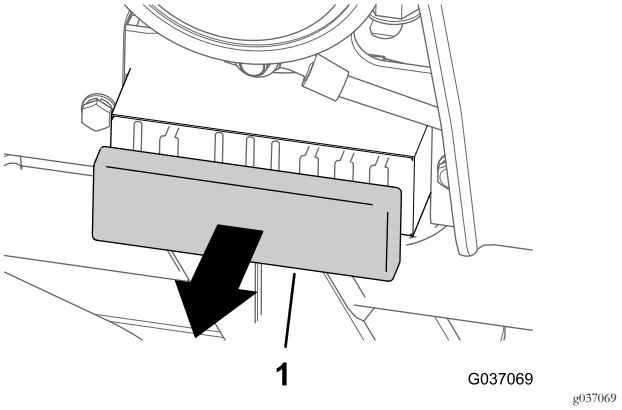

Bild 36
1. Nehmen Sie die Abdeckung vom Sicherungskasten ab (Bild 36).
3. Setzen Sie die Abdeckung auf den Sicherungskasten (Bild 36).